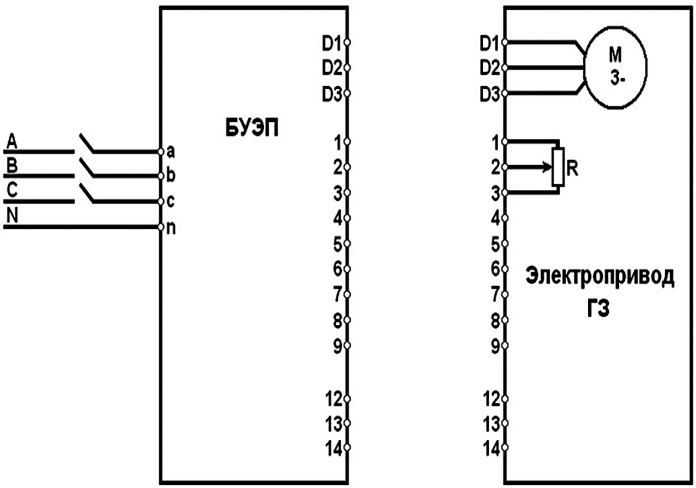

Рис.5 Блок-схема подключения БУЭП к электроприводу
В случае использования для дистанционного управления электроприводом ГЗ-А.70 блока БУЭП-2 применяется схема, приведенная на Рис. 5.
Перед включением электропривода необходимо убедиться, что рычаг переключения режимов находится в положении работы привода от электродвигателя. Снять крышку клеммной колодки (16) (рис.1). Подключить электропривод согласно электрической схеме (рис.4 (А,Б)). Установить крышку (16) (рис. 1). Далее проверить направление движения затвора арматуры при работе от электродвигателя на открытие и закрытие: диск индикатора положения затвора арматуры должен вращаться в сторону закрытия (открытия). Пуск осуществлять на короткое время, позволяющее определить направление движения выходного вала. Если диск будет вращаться в направлении обратном заданному, поменяйте местами фазы (А, В, С) питающего напряжения на силовом щите: (А и В, или А и С, или В и С) (рис. 4), рис. 5. После этого повторить проверку.